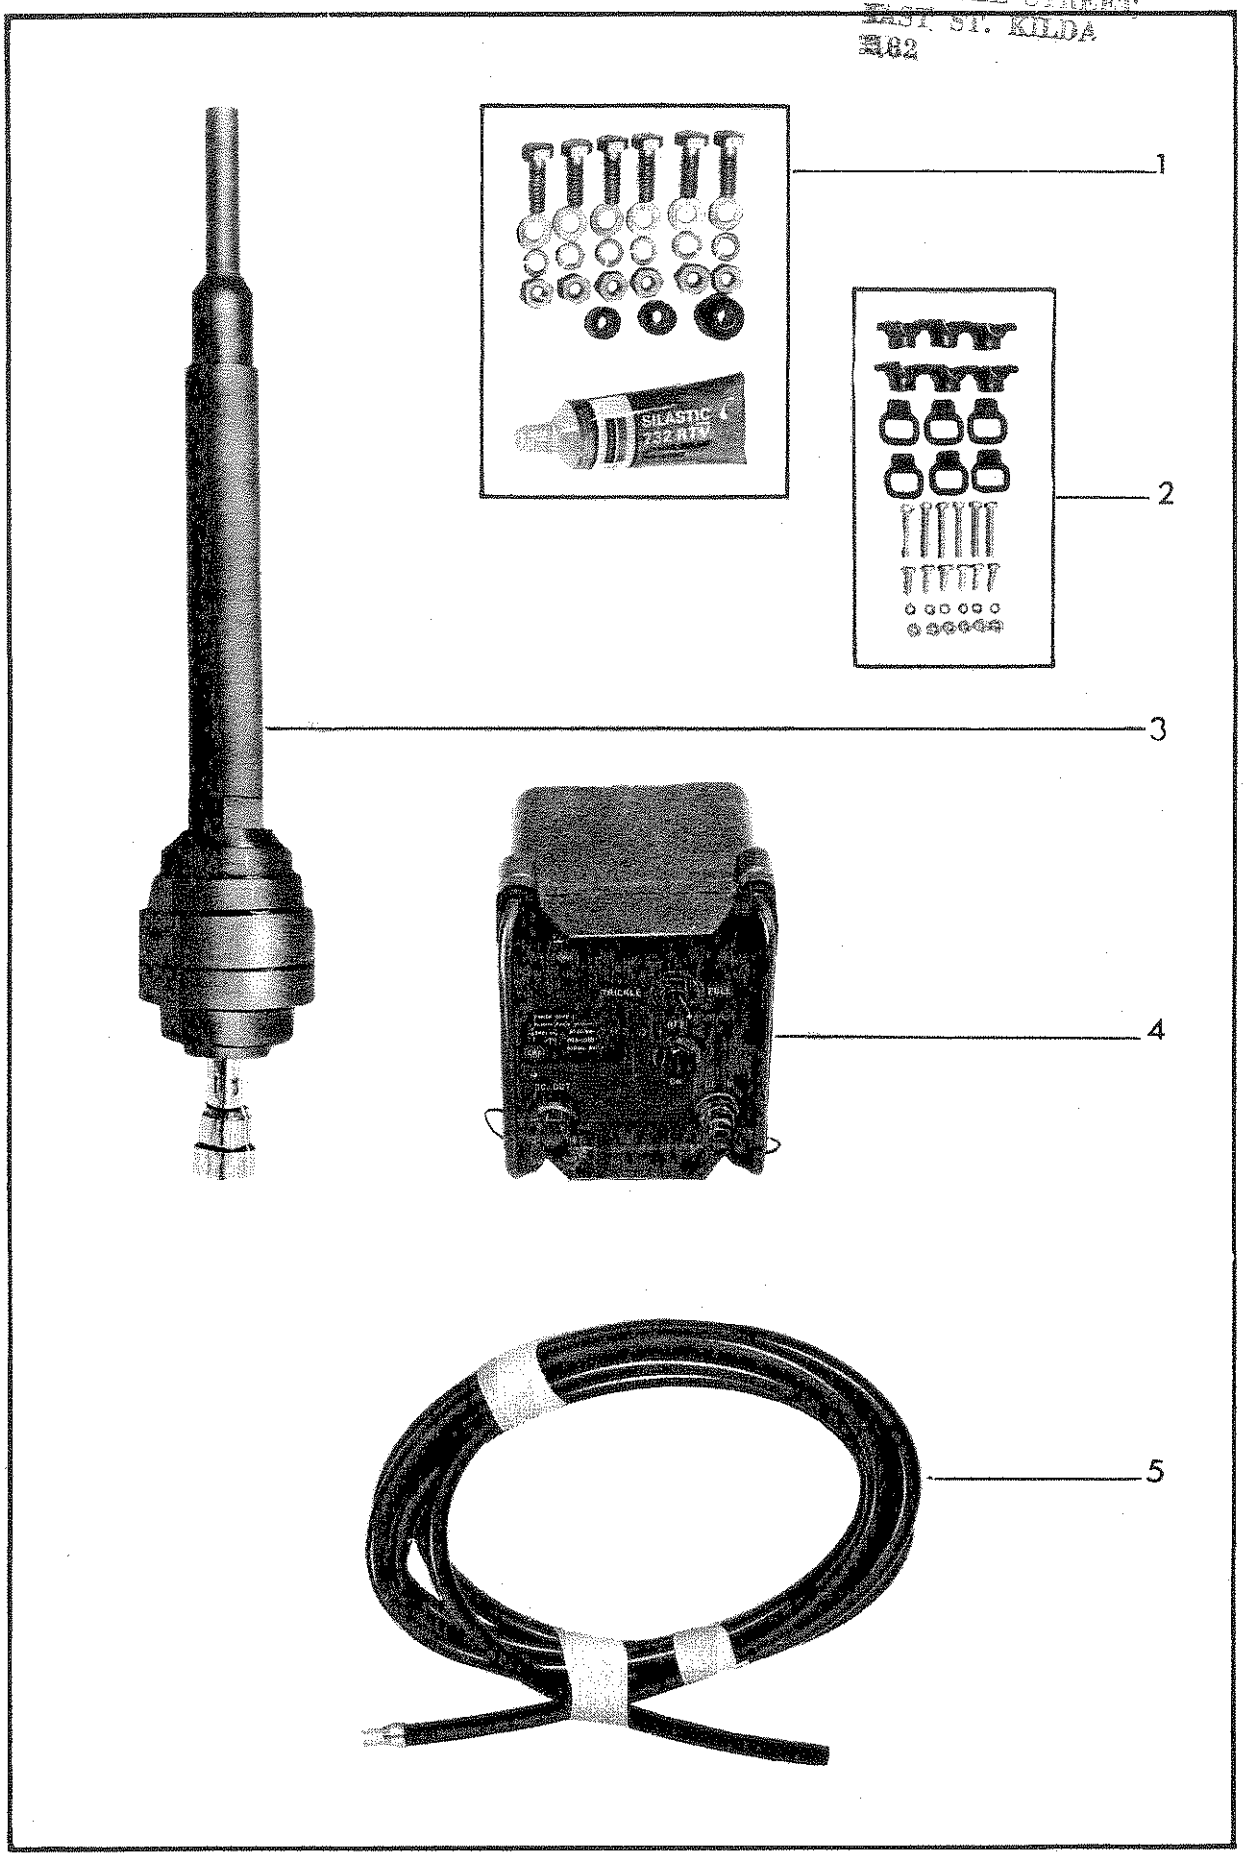

FIG 24
59. Hardware Kit, Electronic Equipment, MK-F2. (Fig 24, Item 1). This kit contains the hardware necessary to secure the Base, Antenna Support, AB 243/C to the vehicle. Grommets are provided to make a cable entry for the wire electrical between the coupler and antenna base. A tube of cement is included to seal the entry against the ingress of moisture.
60. Lead-In Support, Kit, MK-F5. (Fig 24, Item 2). This kit includes cable cradles, clips and the necessary hardware to secure them to the vehicle. The cradles are to support the wire electrical between the antenna base and the coupler.
61. Mast Base, AB652/VR. (Fig 24, Item 3). This consists of a metal antenna support internally threaded at both ends, and two hard plastic insulating pieces. The top plastic piece slips over the bottom portion of the antenna support. An integral metal core extends from top to bottom through the centre of the bottom plastic piece. The core is threaded at the top to screw into the antenna support and has a terminal at the bottom to provide for connection of the antenna lead. To secure the base to the Base, Antenna Support, AB 243/C insert the bottom of the antenna support through the top plastic piece and through the hole provided in the Base Antenna Support, and screw on the bottom plastic piece. The antenna is secured by screwing the bottom end of the lower element into the top of the antenna support.
63. Power Supply, PP-F1. (Fig 24, Item 4). This power supply is a compact, lightweight unit, housed in a case of cast aluminium alloy. The case is panclimatically sealed by a synthetic rubber gasket between the front panel and the main body, the two assemblies being held together by a captive screw at each of the four corners.
65. Wire Electrical, PVC, Black (Fig 24, Item 5). This high voltage insulated wire is approximately 3 m long and is fitted with a cable lug at one end. It is used to make connection between the capacitor mounted on the terminal of the Mast Base, AB 652/VR and the Coupler Antenna, CU-F2. The wire should be cut to the required length for the installation.